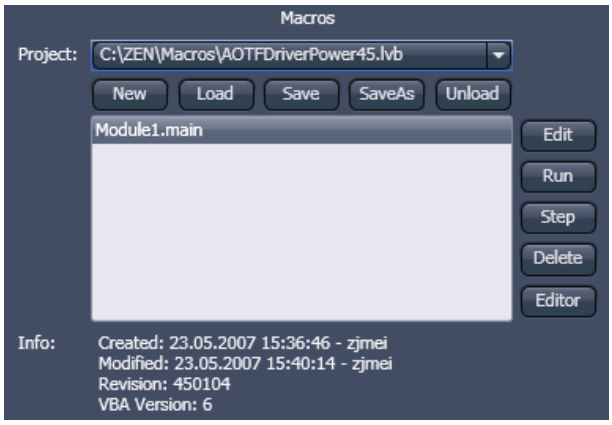

Fig. 6 **Macro panel with existing Macro assigned**
- Press the **Save** button under the project name in the **Macro Control** window and determine the file name in the **Project** selection box, if required (see Fig. 6).